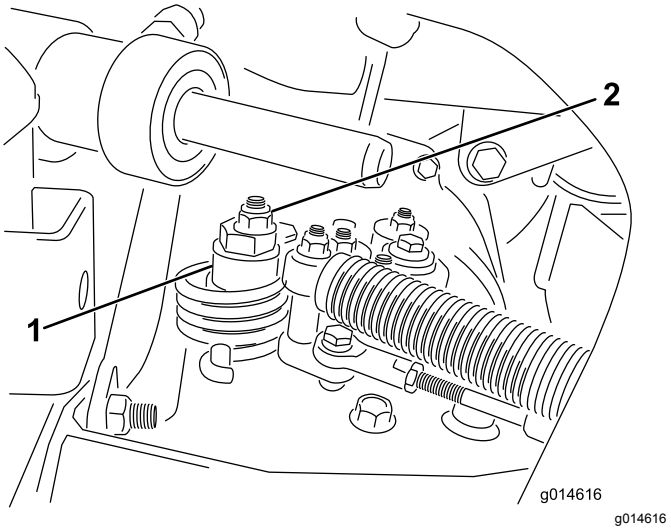

Figur 34
A. Løsn møtrikken, der fastgør den excentriske bolt til den øverste del af hydrostaten (Figur 34).
C. Drej den excentriske bolt, indtil der ikke forekommer krybning i nogen retning. Når hjulet holder op med at dreje, skal den møtrik, der låser den excentriske bolt og justeringen, tilspændes (Figur 34). Kontroller indstillingen med gashåndtaget i positionen LANGSOM og HURTIG.